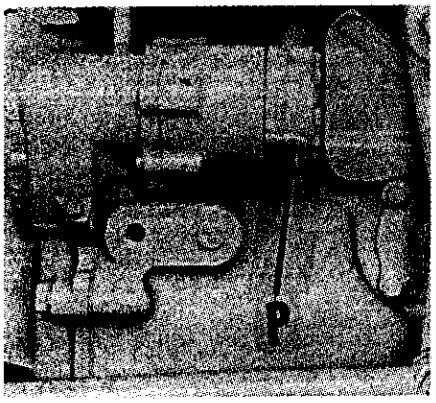

Fig. 371–Connect pressure gage (see Fig. 373) at plug (P) opening in piston type hydraulic pump.
Fig. 373–View showing pump relief pressure check set up. Connect gage to plug (P–Fig. 371) on models with piston type pump or to plug (3–Fig. 372) on model 4000 with gear type pump.
343. On models with piston type (engine driven) hydraulic pump, refer to Fig. 371 and remove plug (P) from rear cover of hydraulic pump.